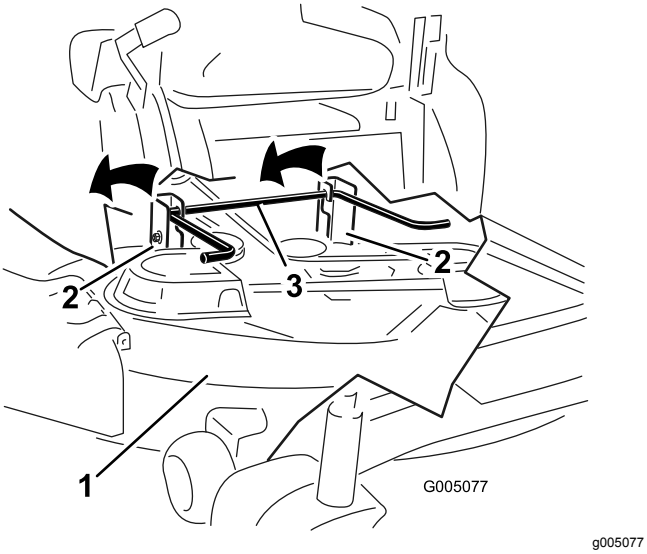

Figur 66
7. Lyft klipparen och hållarfästena så att de går fria från den bakre lyftstången och sänk försiktigt ned klipparen till marken (Figur 66).
5. Lyft upp klippardäckets bakre del och för hållarfästena över den bakre lyftstången (Figur 66).